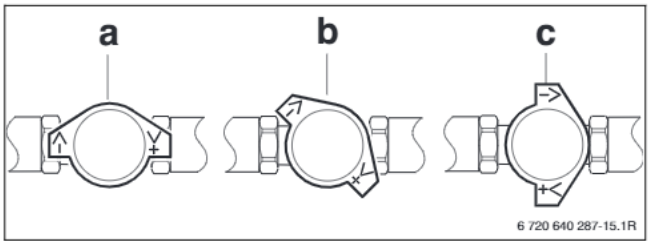

Bild 16 Absperreinrichtung mit Schwerkraftbremse im Vorlauf
- Die Schwerkraftbremsen im Vor- und Rücklauf öffnen (→ Bild 16 und 17, Seite 16).